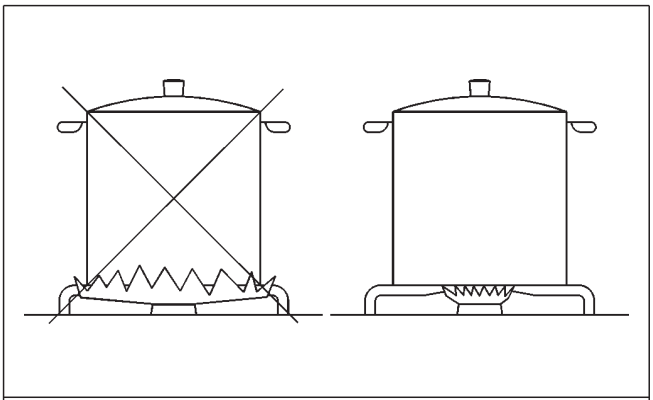

FIG. 2
- utilizzare per ciascun bruciatore pentole adeguate (vedi la tabella seguente e la fig. 2).